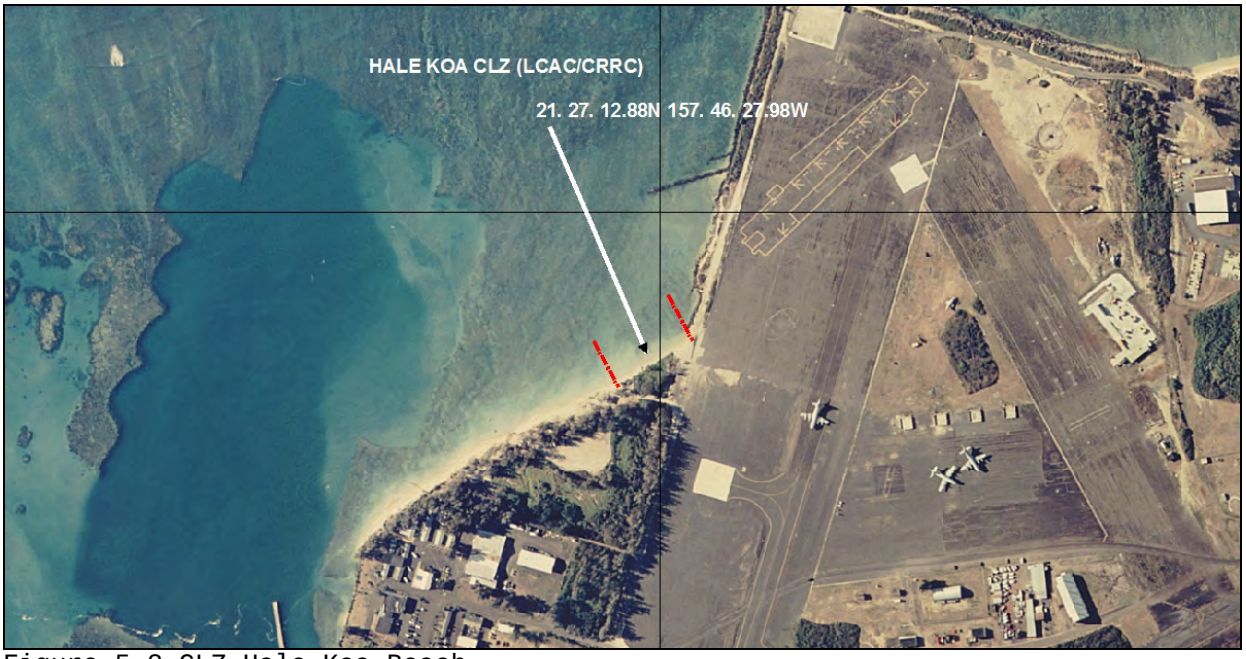

Figure 5-2 CLZ Hale Koa Beach
1. Hale Koa Beach is located aboard MCB Hawaii. The location of CLZ Hale Koa is detailed in Figure 5-2.